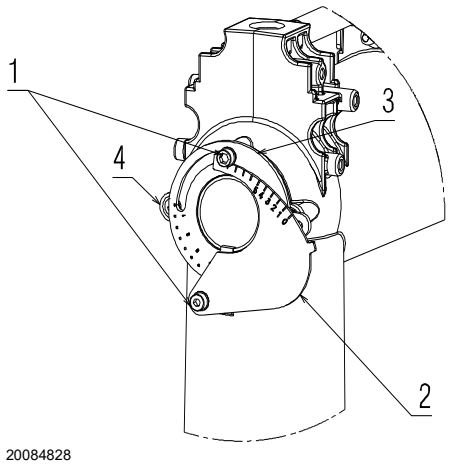

Abb. 19
- ➤ Lockern Sie die Schrauben 1) und drehen Sie die Nutmutter 3) bis die gefundene Kerbe mit dem Index 4) übereinstimmt (Abb. 19).
- ➤ Ziehen Sie die 2 Schrauben 1) fest (Abb. 19).